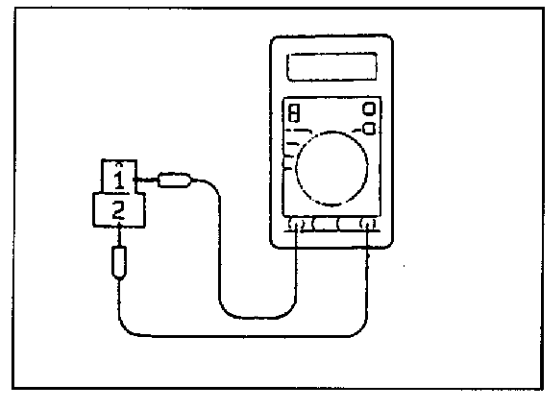

图 4－2－5
④如果电阻超出标准值，应更换电磁阀。
(4)A/T 模式转换开关的检查，如图 4－2－6 所示。端子的导通情况如表 4－2－6 所示。